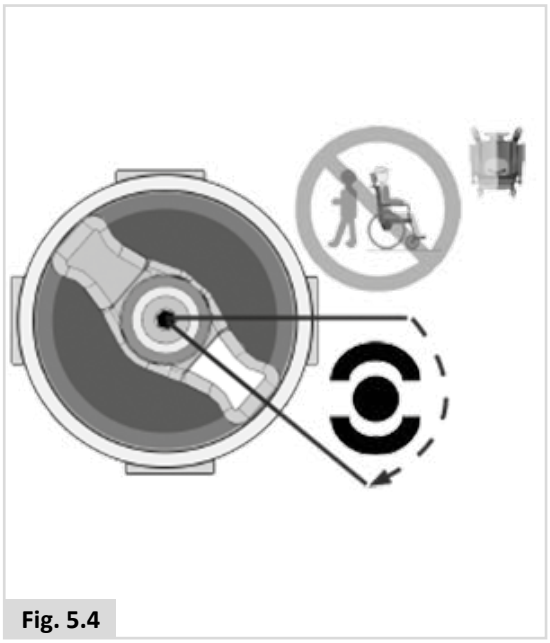
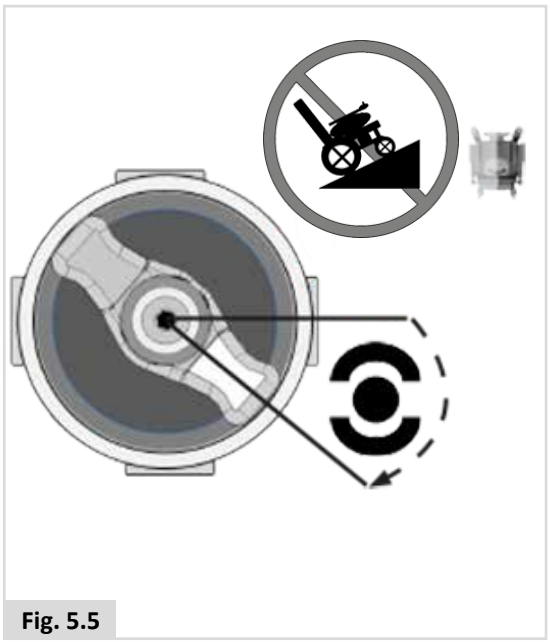

Fig. 5.4
Fig. 5.5
2. Pour le débrayage des moteurs : (Fig. 5.4 - Fig. 5.5).